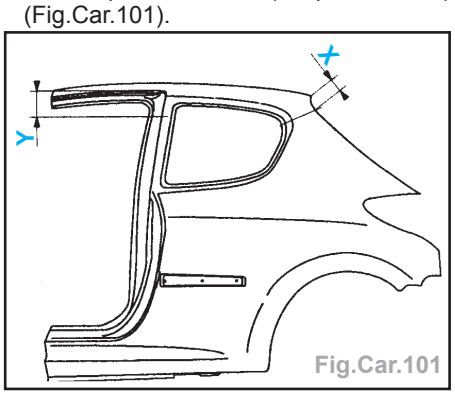

Fig.Car.101
- Tracer puis découper l'aile à l'aide d'une meule épaisseur 1 mm (coupe définitive) (Fig.Car.101).